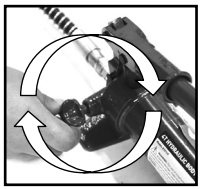
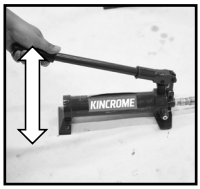

Fig.11
Fig.12
2. To operate the pump assembly (1), position it on a stable, leveled surface close to the damaged area/work area. Ensure the release valve is closed by turning it clockwise (Fig 11), then pump the handle to create pressure (Fig 12).